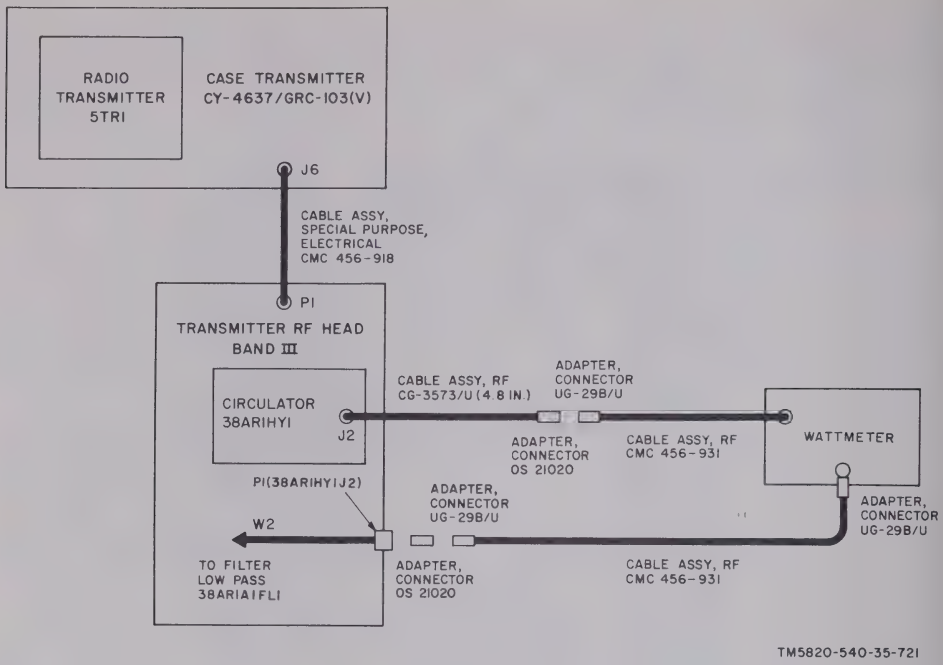

Figure 3–67. Circulator 38AR1HY1 and electrical dummy load 38AR1AT1 operational check, test setup.
(1) Disconnect plug P1 (38AR1HY1J2 from 38AR1HY1J2 on circulator 38AR1HY1 (fig 3–64).
(2) Connect the test equipment as shown i figure 3–67.
(3) Set the XMTR CHANNEL and XMT TUNE controls to channel 1280.
(4) Set the transmitter AC POWER switch t ON/RESET.
(5) Set the meter switch to PWR OUT. Th wattmeter should indicate 28 watts minimum.
(6) Set the AC POWER switch to OFF. I an abnormal indication is obtained in (5) abov replace the transmitter RF head.